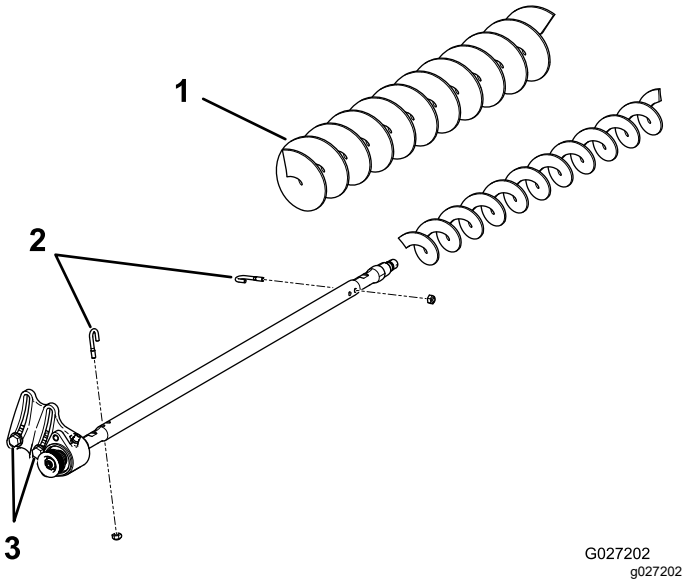

Figura 23
3. Retire los 2 pernos en J y las tuercas (Figura 23).
4. Retire el cepillo existente del eje del cepillo (Figura 23).
5. Afloje los 2 pernos, arandelas y tuercas que sujetan el alojamiento del cojinete del motor al soporte de montaje del alojamiento del cojinete (Figura 23).
6. Deslice el cepillo de altura de corte alta sobre el eje del cepillo (Figura 23).
7. Sujete el cepillo en el eje con los 2 pernos en J y tuercas que se retiraron anteriormente (Figura 23).